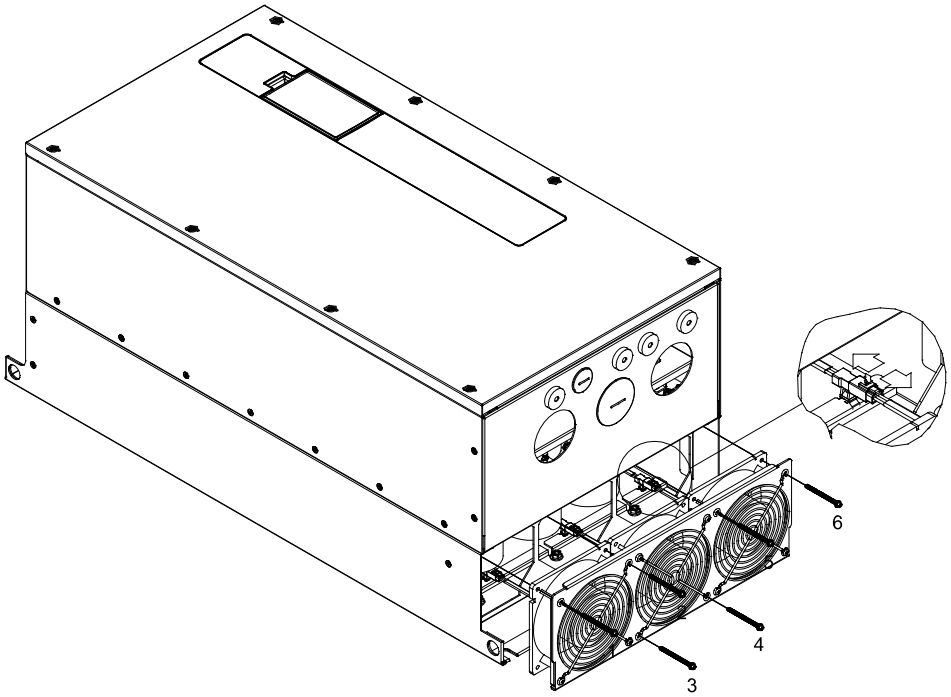

Рис. 1
2. Перед снятием вентилятора удалите крышку с помощью плоской отвертки (см. рис. 1)